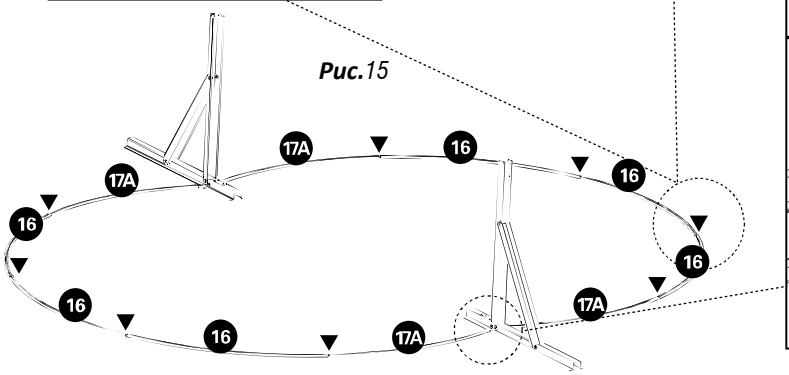

Рис.15
1. ***Установить правый и левый каркас по центральной линии размеченной площадки (Рис. 15).***
2. ***Разместите направляющие в месте, где будет установлен бассейн (Рис. 15).***